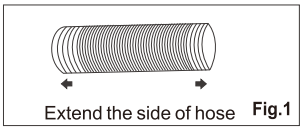

Fig.1
1. Extend either side of the hose (Fig.1) and screw the hose inlet (Fig.2).